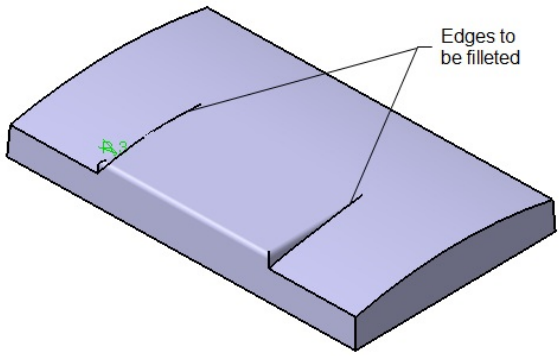

Figure 6-112 *Edge to be filleted*
5. Select the edges, as shown in Figure 6-112, and set the value in the **Radius**